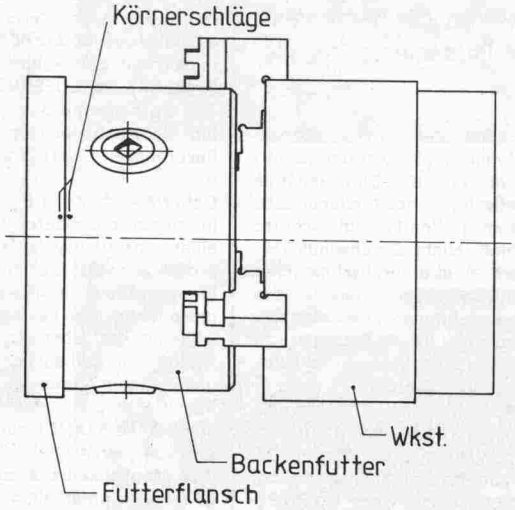

Bild 4
- fertigen Grundkörper abschrauben, Futter anschrauben. Als nächstes Teil stellen wir ebenfalls aus C50 die Spannmutter (Bild 4) her. Die Arbeitsgänge sind:
◀ Bild 4: Widerlager des MG UBT. Das MG ist voll nach hinten links ausgeschwenkt. Dazu muß vorher die geschlitzte Plexiglasscheibe (unter dem Cockpitdach erkennbar) in Flugrichtung hervorgezogen werden